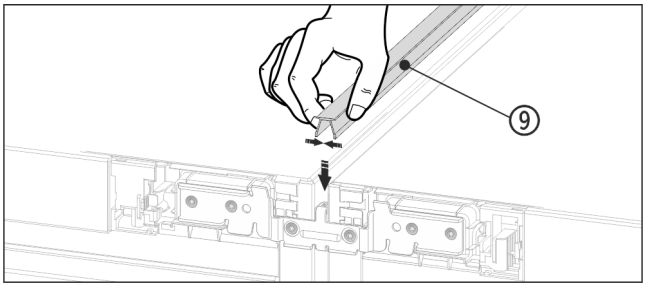

Fig. 20
▶ Auf der Oberseite die kurze Abdeckleiste *Fig. 20 (9)* in den horizontalen Spalt drücken.